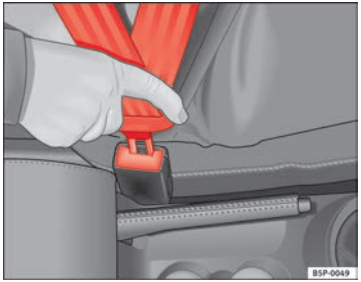

Fig. 12 Blocchetto di aggancio e linguetta della cintura di sicurezza
– Inserire la linguetta della cintura nel blocchetto di aggancio del sedile corrispondente facendole effettuare lo scatto d'innesto ⇒ fig. 12.